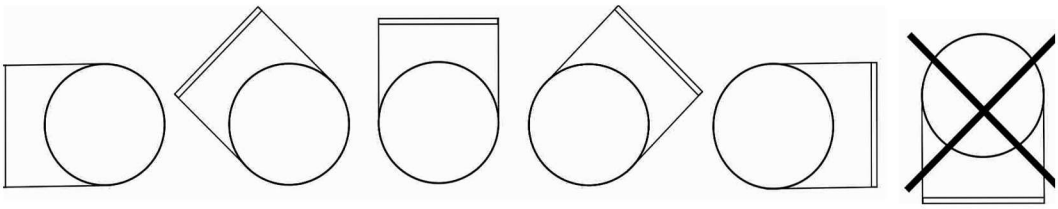

figure 1/рисунок 1
1. Heaters/preheaters can be installed in any position (look at figure 1) except electrical connection box downward.
1. Нагреватели/подонагреватели можно монтировать в любом положении (см. рис.1),кроме положения, когда коробка электрического подключения направлена вниз.
7. После монтажа нагревателя/подонагревателя, реле давления должна быть вертикально как на рисунке (см.рис.1а).